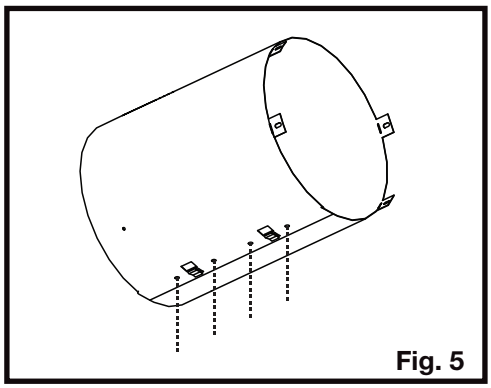

Fig. 5
5. Assurez-vous que les deux extrémités s'alignent et fixez les extrémités avec des agrafes et des attaches **(Figure 5).**